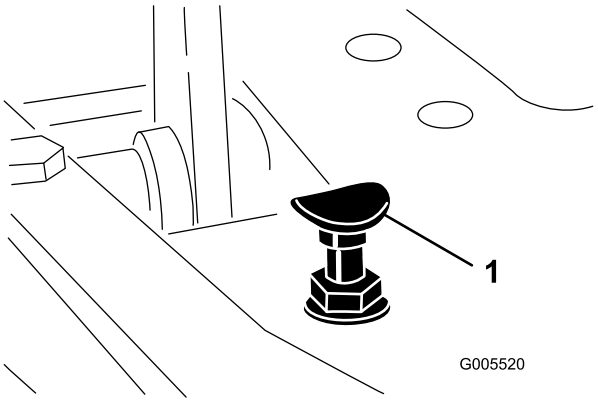

Figur 52
For at opnå maksimal transporthastighed skal du sætte funktionsbevægelseshåndtaget i transportposition og trykke ned på traktionspedalen. Hvis pedalen når stoppet (Figur 52), før stramning mærkes på kablet, er det nødvendigt med justering:
1. Sæt funktionsbevægelseshåndtaget i transportpositionen, og løsn den låsemøtrik, der holder pedalstoppet på gulvpladen (Figur 52).